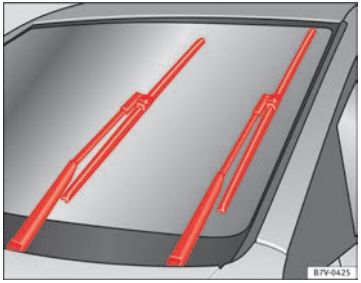

Fig. 131 Windscreen wipers in service position
– Turn ignition on and off and then (before approx. 9 sec.) move the windscreen wiper lever to the intermittent wipe position. The windscreen wipers will move to the service position ⇒ Fig. 131.